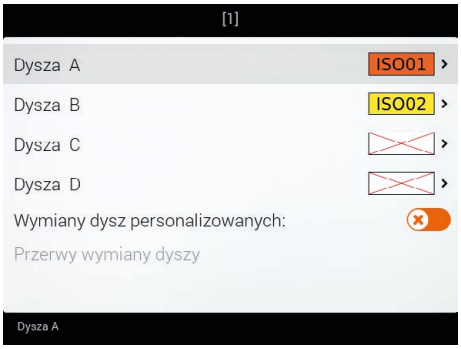

Rys. 48
- Wybrać dyszę do ustawienia (**A**, **B**, **C** o **D** , in Rys. 48).